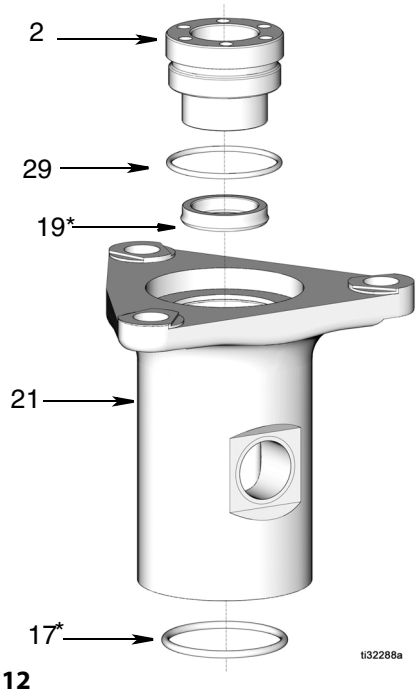

Рис. 12
1. Нанесите тонкий слой консистентной смазки на уплотнительное кольцо (17*) и уплотнение горловины (19*), после чего установите детали в основание насоса (21) (Рис. 12).
2. Нанесите тонкий слой консистентной смазки на уплотнительное кольцо (29*) и поместите его в сальниковое уплотнение (2). Затяните сальниковое уплотнение (2) на основании насоса (Рис. 12).